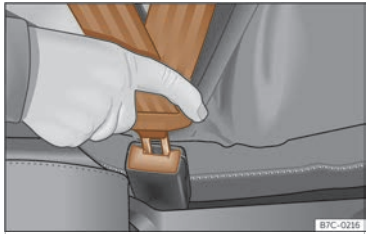

Fig. 18 Insertar la lengüeta del cinturón de seguridad en su cierre.
- Encastre la lengüeta en el cierre del asiento correspondiente ››› fig. 18.